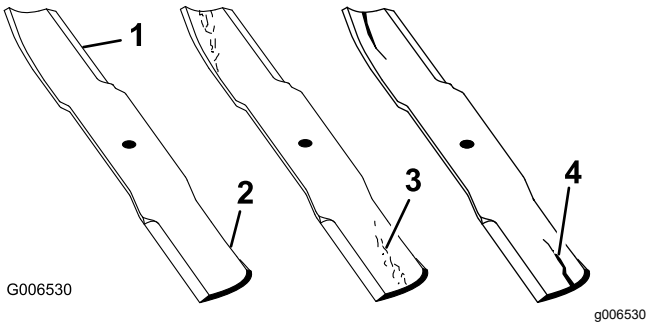

Figur 28
1. Kontrollera eggarna (Figur 28).
4. Montera omedelbart en ny kniv om du upptäcker sprickor, slitage eller spårbildning i detta område (Figur 28).